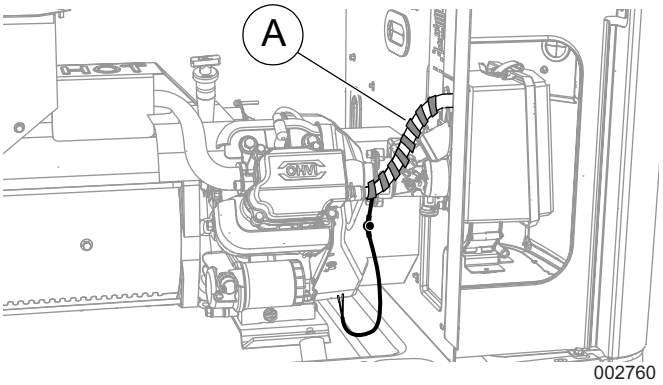

Рисунок 3. Обертывание шланга сапуна (9 кВт)
1. См. *Рисунок 3*. Равномерно оберните нагревательную оболочку сапуна (A) вокруг шланга сапуна, как показано на рисунке, при этом выводные провода должны быть внизу.. После установки оберните обогреватель сапуна и шланг силиконовой лентой (входит в комплект), чтобы зафиксировать обогреватель.